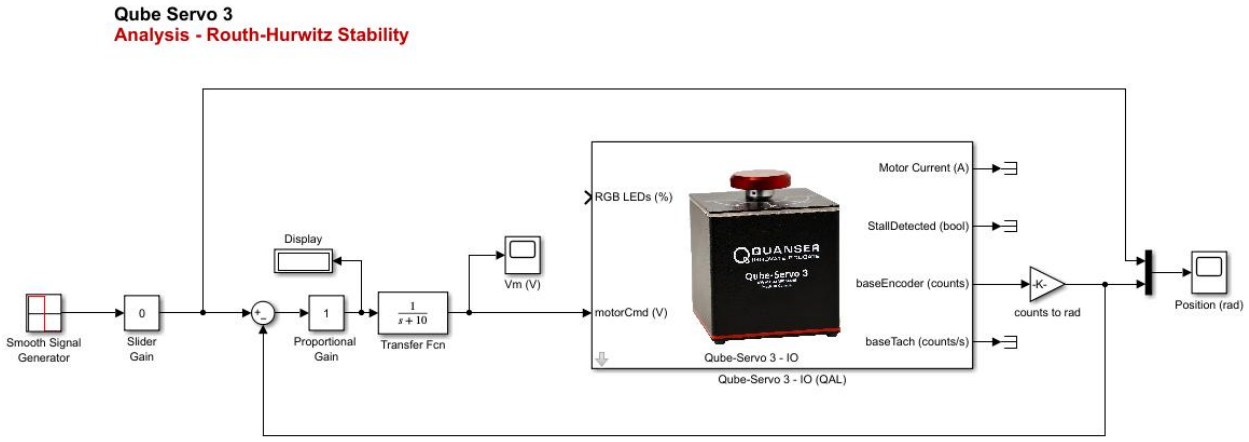

Figure 1: Simulink model used to test stability of Qube-Servo 3
Using the gains found to convert encoder counts into rads from the instrumentation labs update the qs3_routh_hurwitz.slx file to match Figure 1. Leave the disconnected gain block.
Build the Simulink model shown in Figure 1, if it has not already been provided, use a previous model as a start.
Now that the theoretical stability of the system has been calculated, these calculations can be validated on hardware. Create or open the Simulink model from Figure 1.
1. Open the *qs3_routh_hurwitz* model shown in Figure 1.